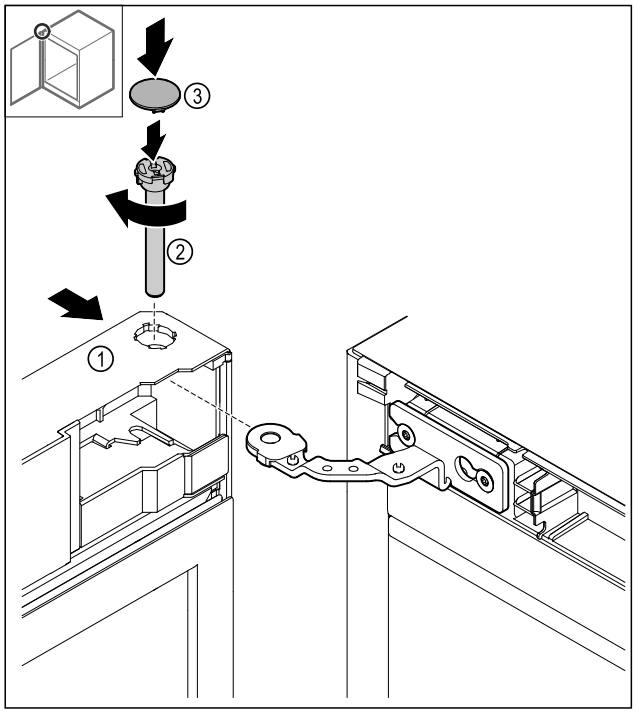

Fig. 44
- ▶ Glisați ușa *Fig. 44 (1)* sus pe balama.
- ▶ Introduceți bolțul *Fig. 44 (2)* și strângeți-l ferm în sens orar.
- ▶ Așezați capacul *Fig. 44 (4)*.